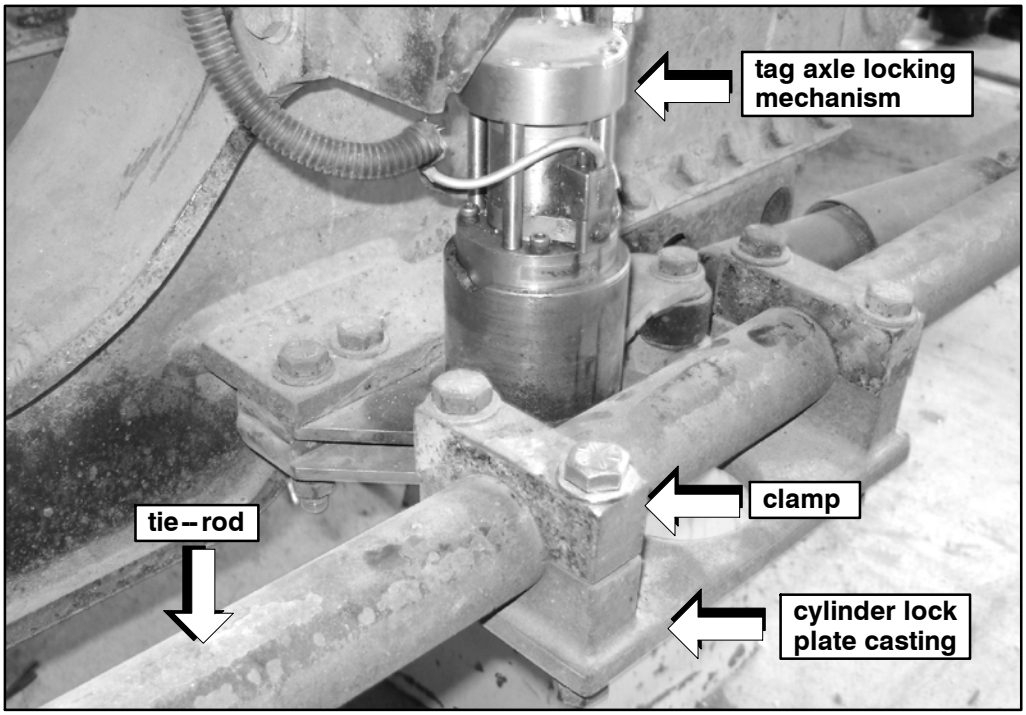
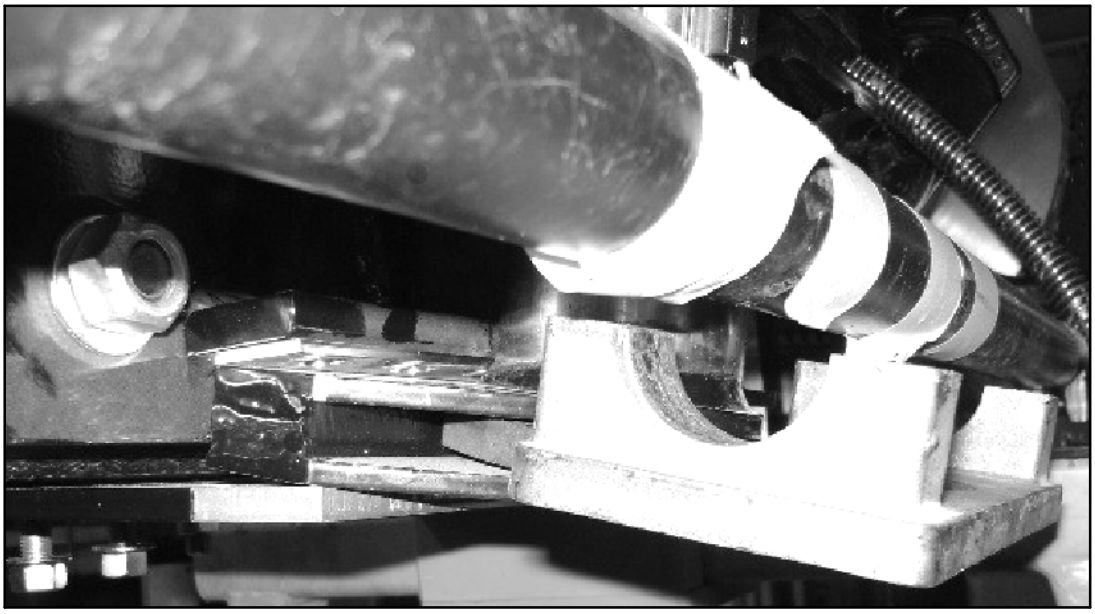

Figure 2.
Figure 4.
5. Locate the tag axle locking mechanism (refer to Figure 2).
6. Using a clean cloth, remove any dirt or grease from the tie rod and clamps (refer to Figure 2). Visually inspect the tie rod for scuff or drag marks indicating that the tie rod has moved within the lock clamps.
9. Loosen the cylinder lock plate casting capscrews (refer to Figure 2), to slide out the cylinder lock plate casting. Lower the cylinder lock plate casting one–half (1/2) the diameter of the tie rod to access the bottom of the tie rod and the lock casting (refer to Figure 4).